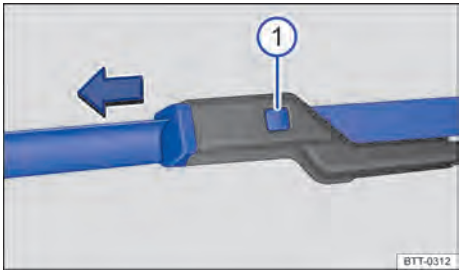

Fig. 137 Substituir as palhetas dos limpadores do para-brisa.
– Manter o botão de destravamento → Fig. 137 ① pressionado e, ao mesmo tempo, retirar a palheta do limpador do para-brisa no sentido da seta.